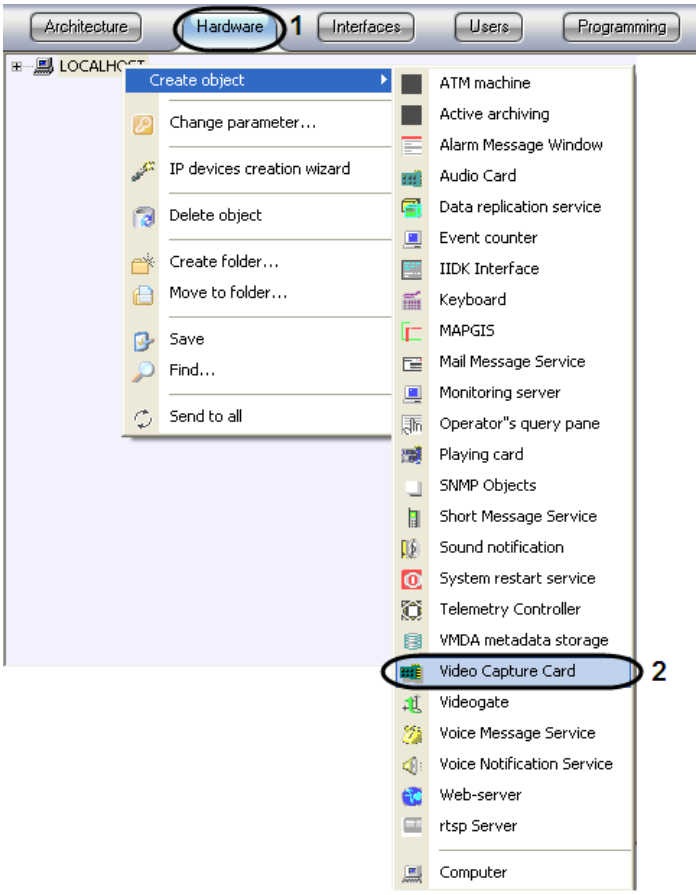

Figure 3.1—1 Context menu of the Computer object
2. Select **Create object** -> **Video capture card** in the context menu of the **Computer** object (Figure 3.1—1, 2).
As a result the basic settings toolbar is displayed (Figure 3.1—2).